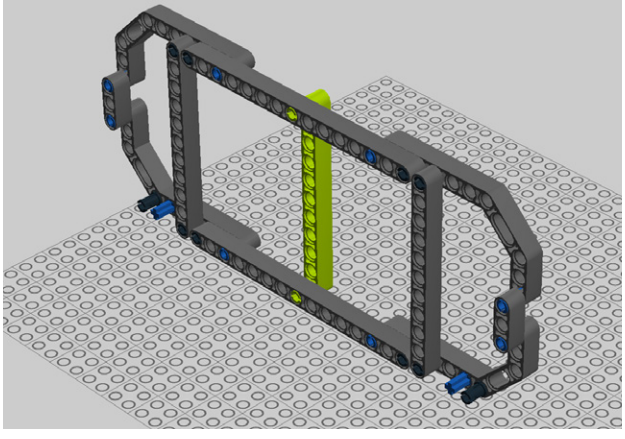

Figure 4-12. *Step 7: Adding the beam from the previous step*
7. Next, connect an 11M beam (see Figure 4-12).